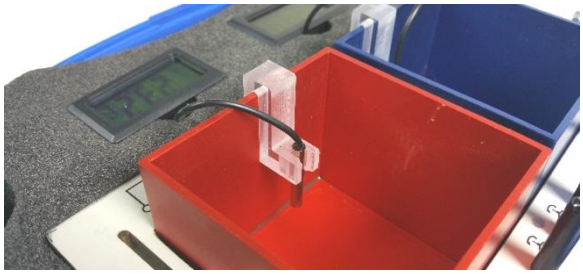

Fig.1 Ausrichtung der Temperaturfühler
- In beiden Reservoiren die Temperaturfühler gemäß Fig. 1 ausrichten.